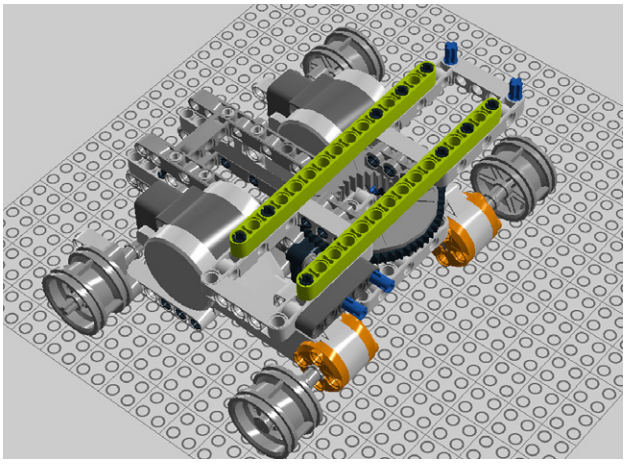

Figure 7-54. *Step 47: Adding two beams for stability*
47. The 15M beams added in Figure 7-54 will help stabilize the car's rotating platform.